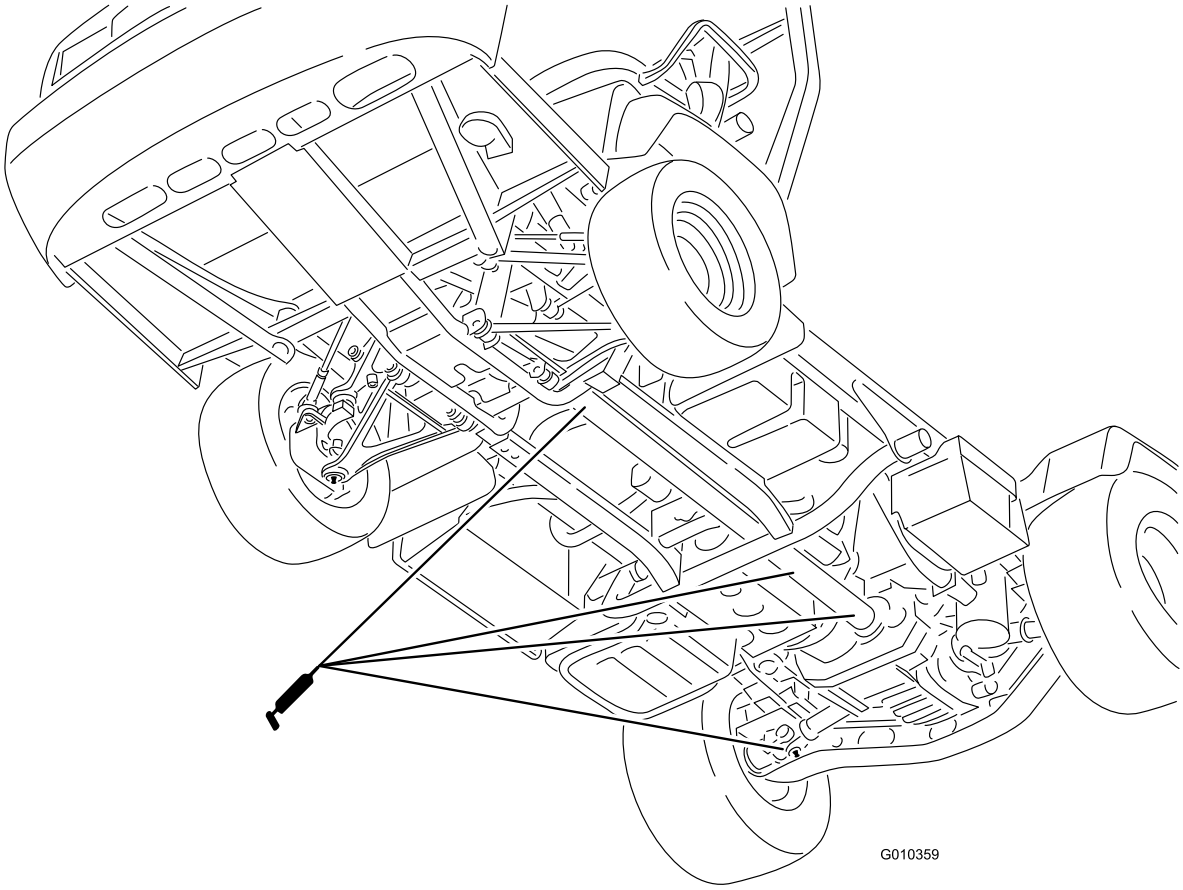

Figur 41
- U-ledd (18) og drivaksel for firehjulstrekk (3) (Figur 41)